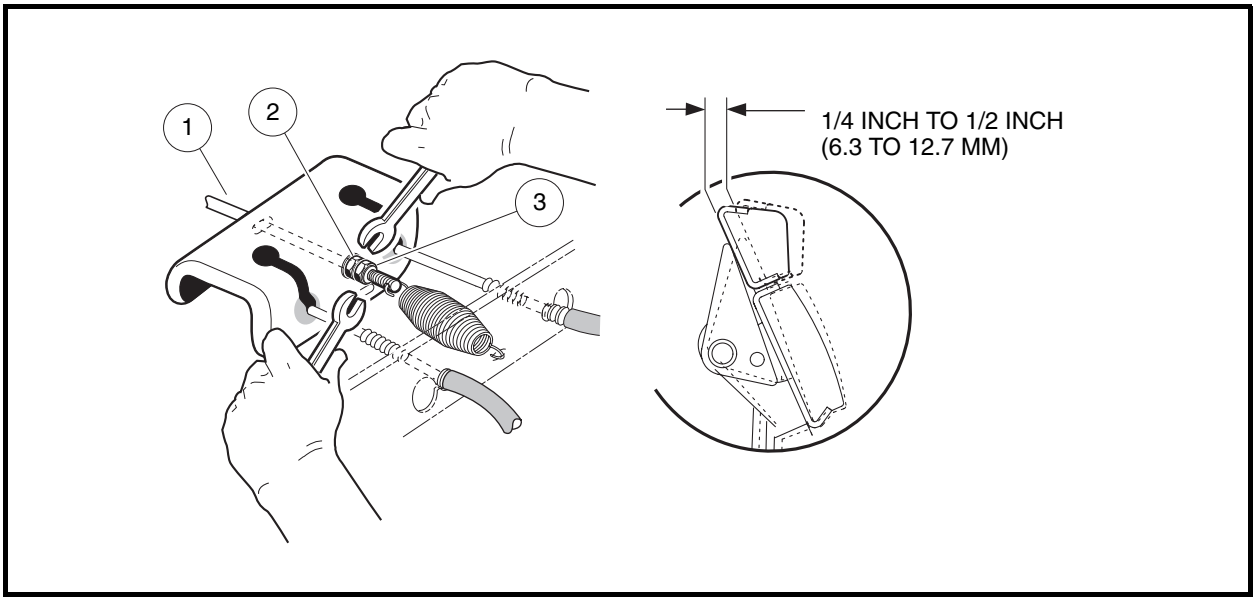

Figure 6-18 Brake Pedal Free Play Adjustment
3.1. Measuring perpendicular from the floorboard to the back of the brake pedal, press the brake pedal and measure the distance that the pedal moves before all of the slack is taken out of the brake cables **(Figure 6-18, Page 6-9)**.